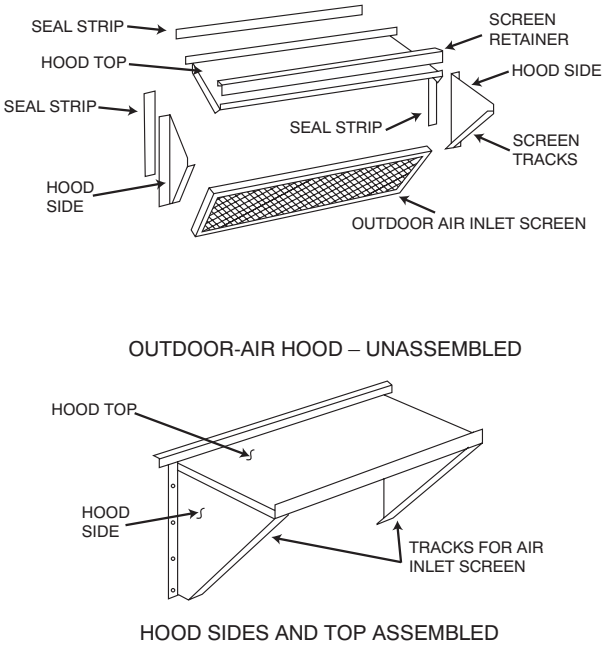

Fig. 9 - Outdoor-Air Hood Details
1. Assemble outdoor-air hood top and side plates as shown in Fig. 9. Install seal strips on hood top and sides. Put aside screen retainer and screws for later assembly.